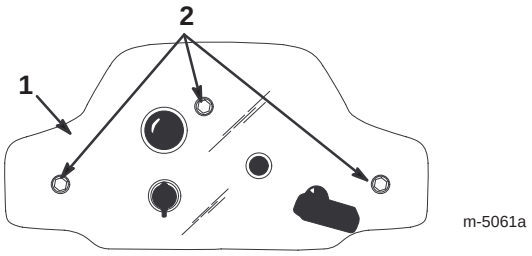

Figur 23
3. Ta bort de tre fästskruvarna som håller manöverpanelen vid huset (figur 23).